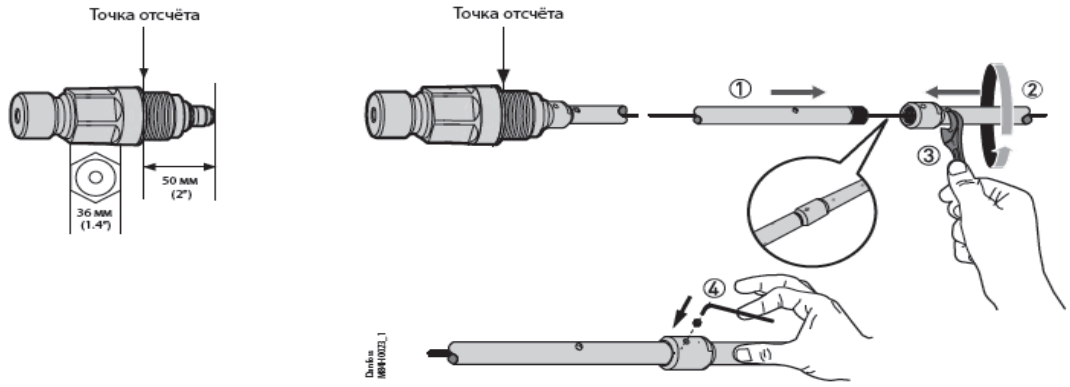

Рис.8
2. Соберите сегменты трубки 1 и 2 (см. рис.8). При помощи рожкового ключа, имеющего размер 17 мм, затяните собранные части.
3. Если используется несколько трубок, повторите все вышеперечисленные действия (см. рис.8).
5. Зафиксируйте каждую трубку при помощи винта 4, используя ключ-шестигранник, имеющий размер 3 мм (см. рис.8).